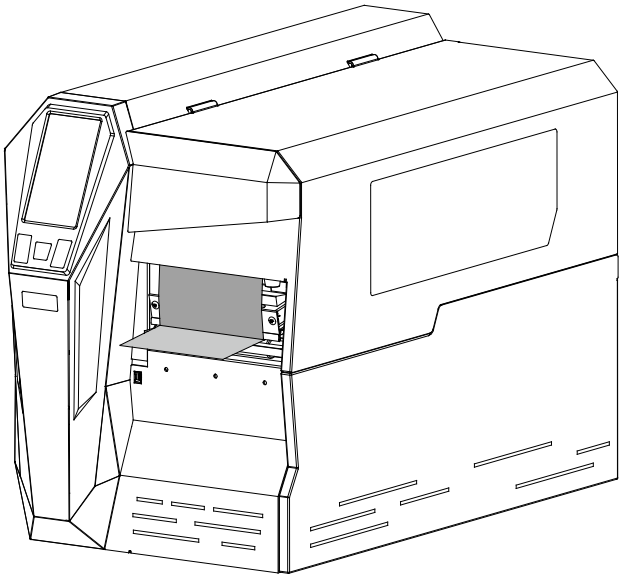

Figure 2-22 Close the Flip-up Cover
9. Close the flip-up cover. Enter the LCD touch-screen settings menu and set the printed label handling mode to Tear-off Mode (please refer to 3.2.1.7 Printed label handling). As shown in Figure 2-22.